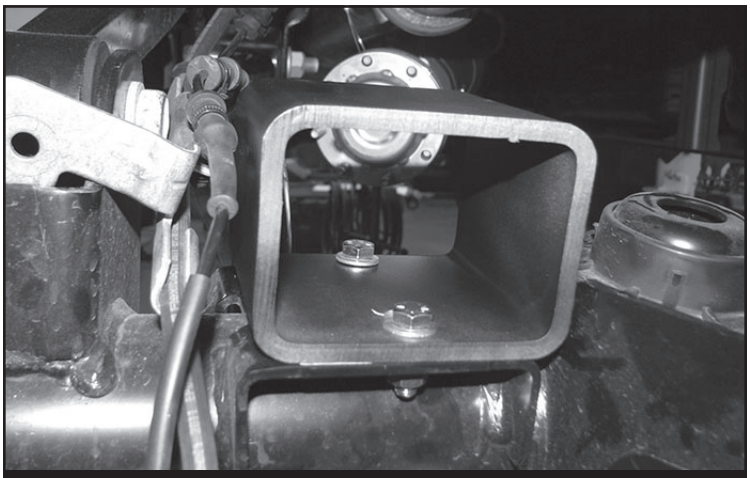

FIGURE 28 - STEP 30
30. Install the FT50724 (Rear bumpstop spacer) using the supplied 5/16” x 1” hardware. Torque to 25 ft-lbs **SEE FIGURE 28.**